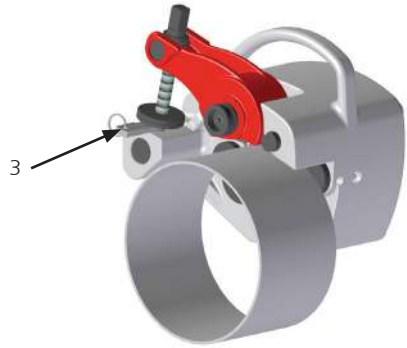

Figura 3
- Una vez apretado el tornillo de avance con la mano y la herramienta se encuentra fijada sobre el tubo, posicione la galga de profundidad (ver figura 3, n.3) correspondiente entre la herramienta y la tuerca de regulación.